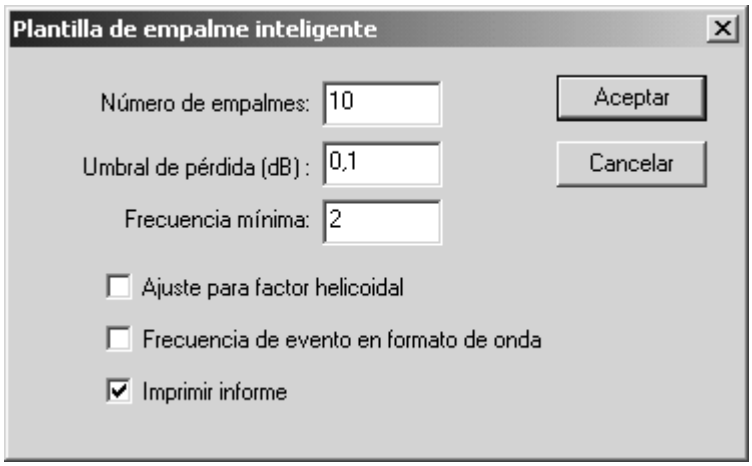

Figura 7-2: Cuadro de diálogo de plantilla de empalme inteligente
6. Seleccione Traza>Plantilla de empalme inteligente para acceder al cuadro de diálogo Plantilla de empalme en Figura 7-2.